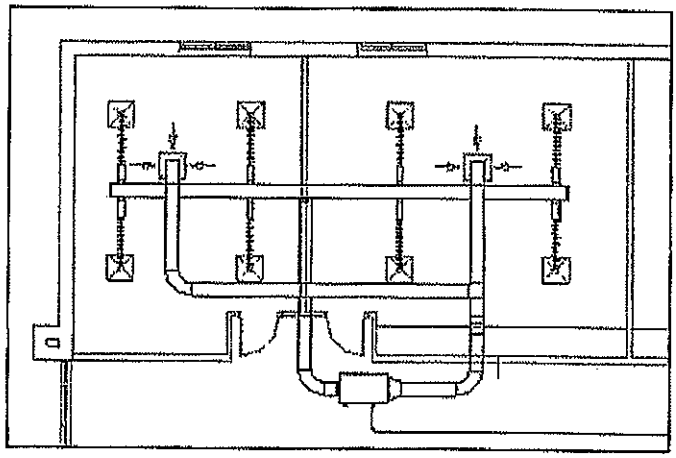

Figure 4–29
9. In the View Control Bar, change the *Detail Level* to (Medium). The ducts display full size, as shown in Figure 4–29.